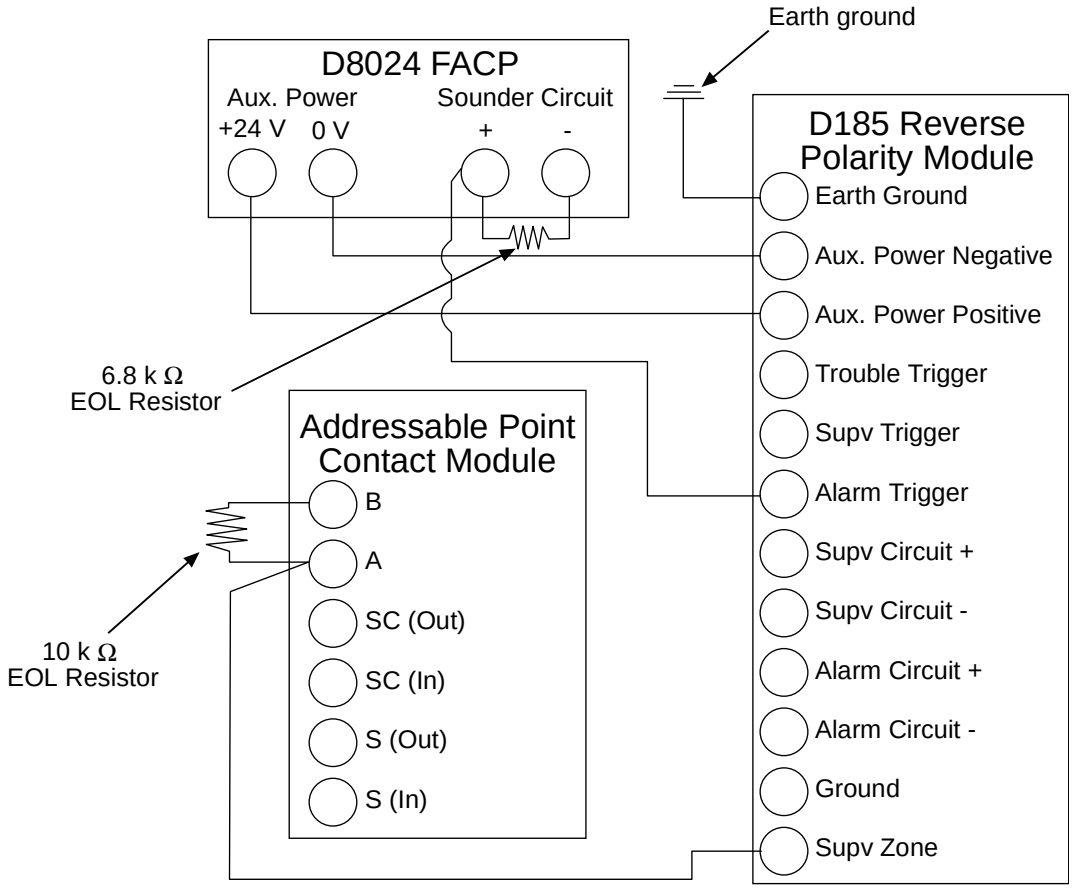

**Figure 19: Remote Station Signaling**
2) Connect the D185 to the control panel and point contact module as shown in Figure 19.